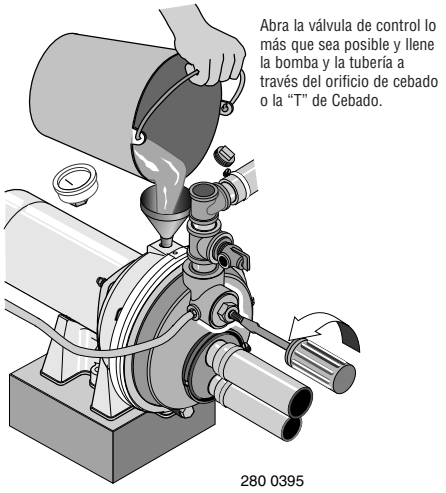

Figura 15: Llenado de la Bomba
1. Abra la válvula de control lo más que sea posible (vea la Figura 15). Después retire el tapón de cebado de la bomba y llénela, llenando toda la tubería entre la bomba y el pozo; asegúrese de que toda la tubería en el pozo esté llena. Si también instaló una "T" de cebado en la tubería de succión, retire el tapón de la "T" y llene la tubería de succión.